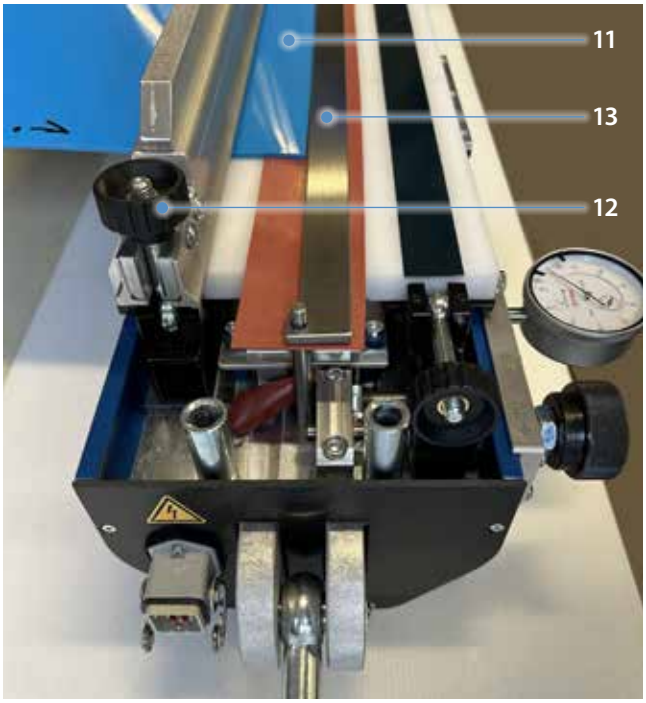

Abb. 4.2.5
10. Erstes Bandende (11) mittig einlegen (Laufseite unten), Bandhalterung aufsetzen und eingelegtes Bandmaterial mittels Rändelschrauben (12) vorfixieren. (Abb. 4.2.5)
Ist das Band schmaler als die Nennbreite der Presse, muss der Rest des Heizbereiches mit Ausgleichsmaterial (Beilegematerial) ausgelegt werden. Die Bandhalterungen müssen ebenfalls mit Bandmaterial unterfüttert werden um ein Durchbiegen zu vermeiden. Wird nicht die gesamte Heizfläche des Pressenunterteils mit Material abgedeckt, verschlechtert sich die Druckverteilung. Gleichzeitig besteht die Gefahr des Überhitzens oder des Nichtverschmelzens. (In Abb. 4.2.5 nicht gezeigt.)
11. Bandende bündig an die Einrichthilfe drücken und durch gleichmäßiges Festdrehen der Rändelschrauben (12) in seiner Endposition fixieren. (Abb. 4.2.5)
12. Einrichthilfe (13) entfernen. (Abb. 4.2.5)